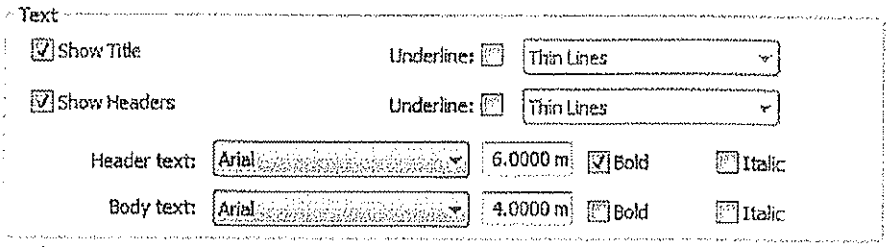

Figure 14–69
11. Click OK. The new schedule should display as shown in part in Figure 14–70. Expand the columns to display the full names.